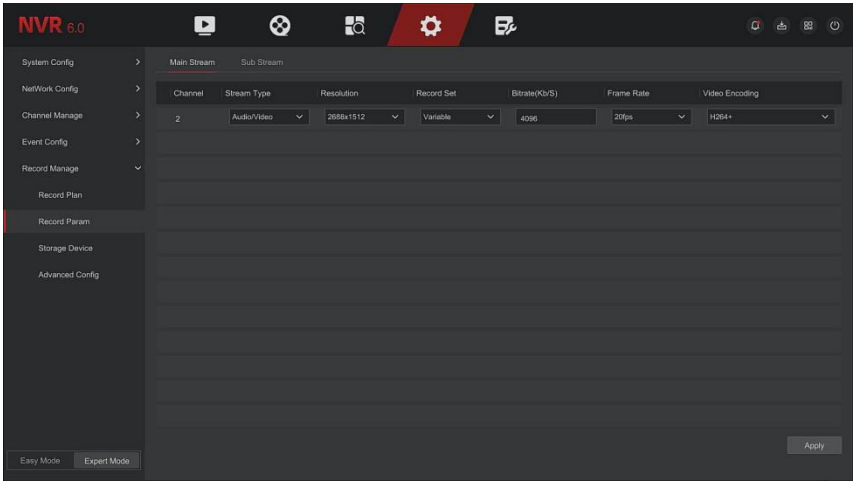

Figure 5-115
Step 1: In the main menu, click "Config →Expert Mode→ Record Manage → Record Param" to enter record param setup interface, as shown in Figure 5-115 below.